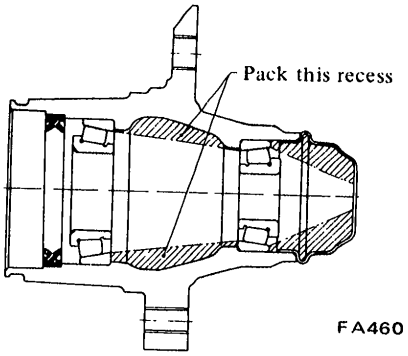

Fig. FA-17 Lubricating points of wheel hub
4. Pack the inside of hub and hub cap with recommended multi-purpose grease to the specified level. See Figure FA-17.